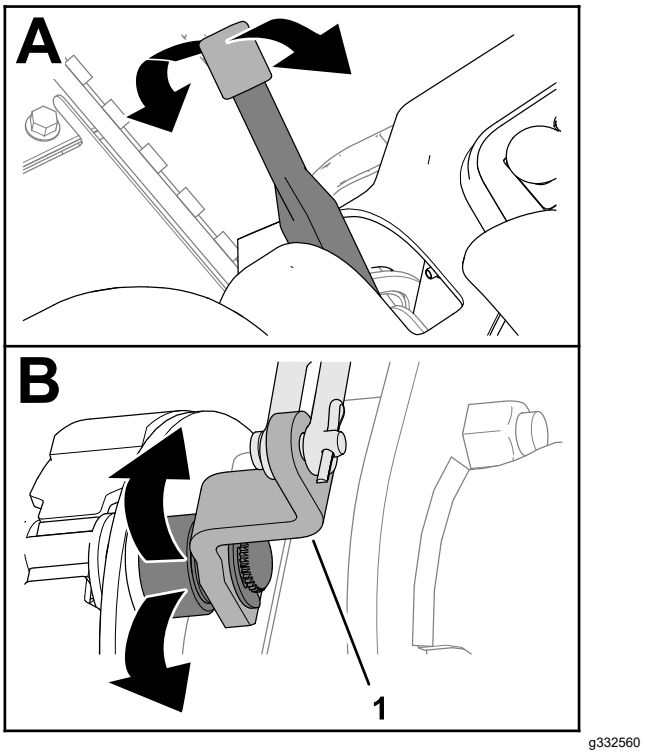

Figur 81
2. Flyt parkeringsbremsehåndtaget op og ned for at kontrollere, at bremseknastgrebet bevæger sig frit (Figur 81).